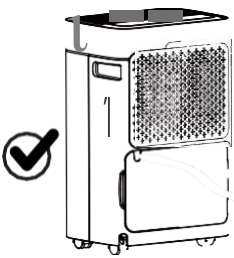

Fig. 2
2. Conectați un furtun flexibil cu diametrul interior de 12 mm la orificiul de scurgere (Fig. 2).